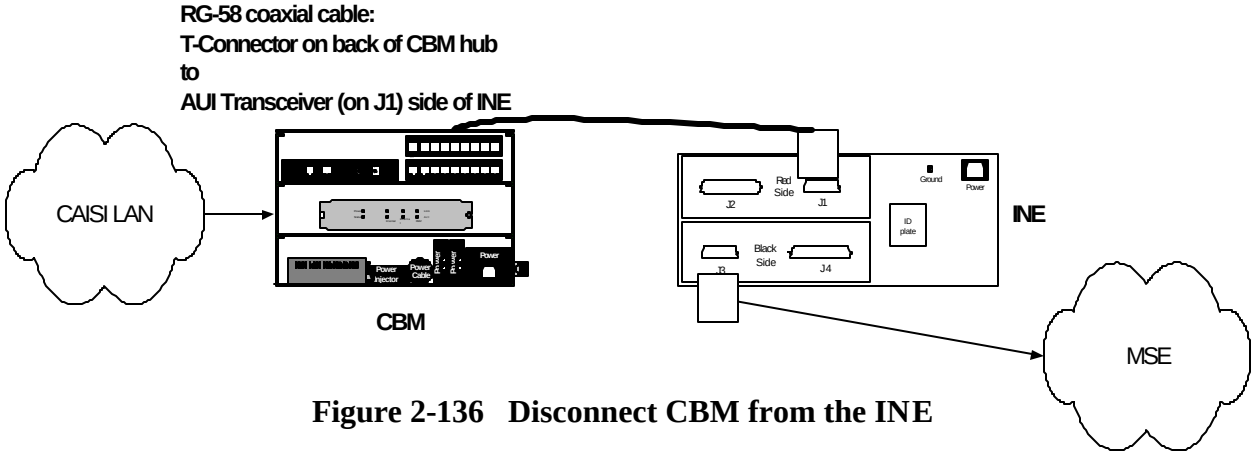

Figure 2-136 Disconnect CBM from the INE
2.36.2 Disconnect CBM Root Node from the INE. (Figure 2-136)